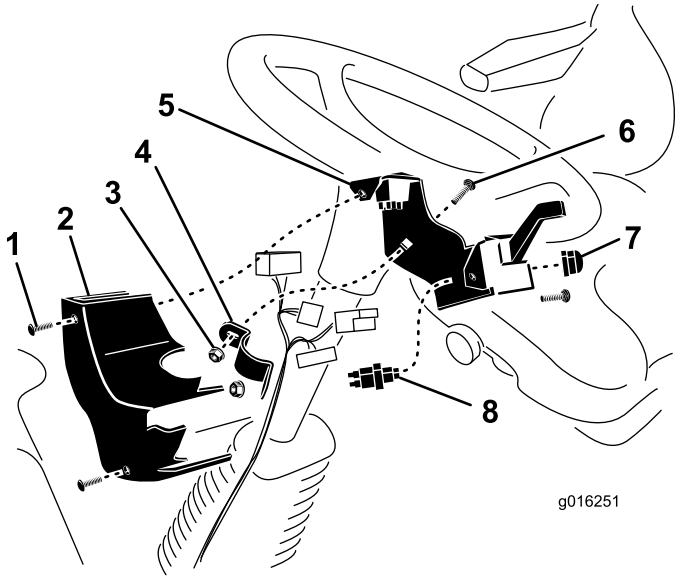

Bild 5
1. Befestigen Sie den Hupenschalter mit der Huptaste aus **Gummi** an der Säulenhalterung (Bild 5). Verwenden Sie nicht die silberne Taste, die mit der Hupe geliefert wird.
2. Befestigen Sie die Säulenhalterung mit der Säulenhalterungsbefestigung, zwei Schlossschrauben (3/8 Zoll x 1 Zoll) und Bundmuttern (3/8 Zoll) hinten an der Lenksäule. Bringen Sie die Säulenhalterung so hoch wie möglich an der Lenksäule an, siehe Bild 5. Stellen Sie sicher, dass die Säulenhalterung nicht das Lenkrad behindert.
3. Schließen Sie die Schalter am Kabelbaum an und befestigen Sie dann die Säulenabdeckung mit zwei Blechmuttern und Schrauben an an der Säulenhalterung (Bild 5).